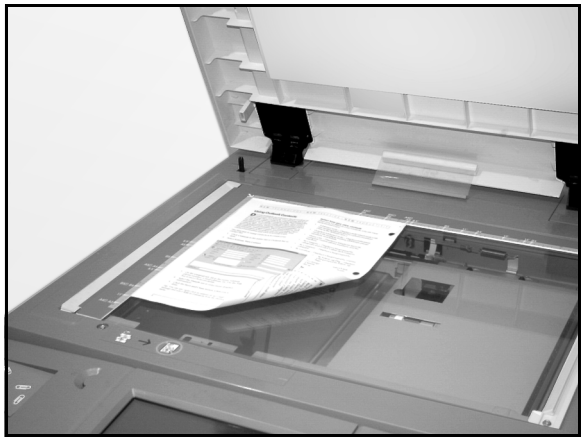

Figura 20: Colocar um original no Vidro de Exposição
- Levante o Alimentador Automático de Originais Duplex (DADF) ou a Tampa do Vidro de Exposição e coloque o original com a face para baixo sobre o Vidro de Exposição, tal como ilustrado na Figura 20.